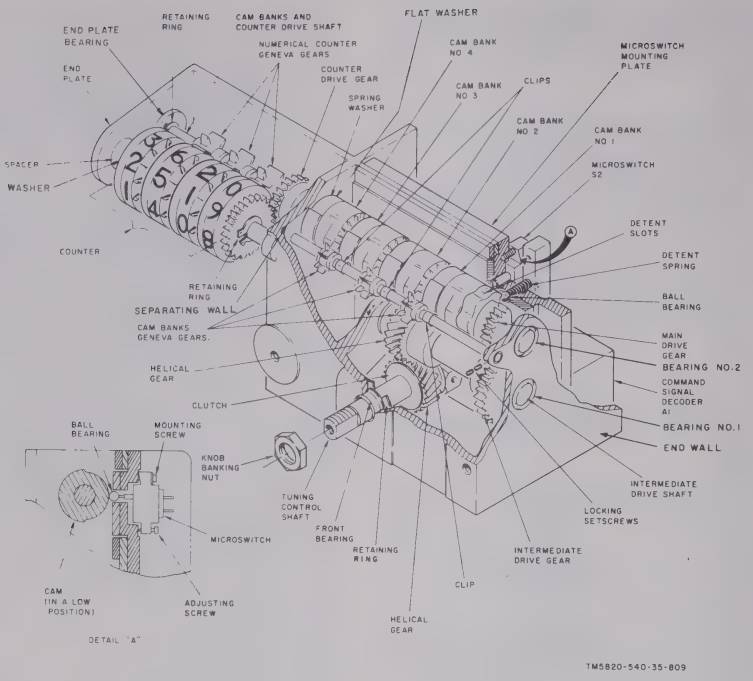

Figure 5–22. Control-indicator, band II or III, cutaway view.
c. Disassembly procedures (fig. 5–22).